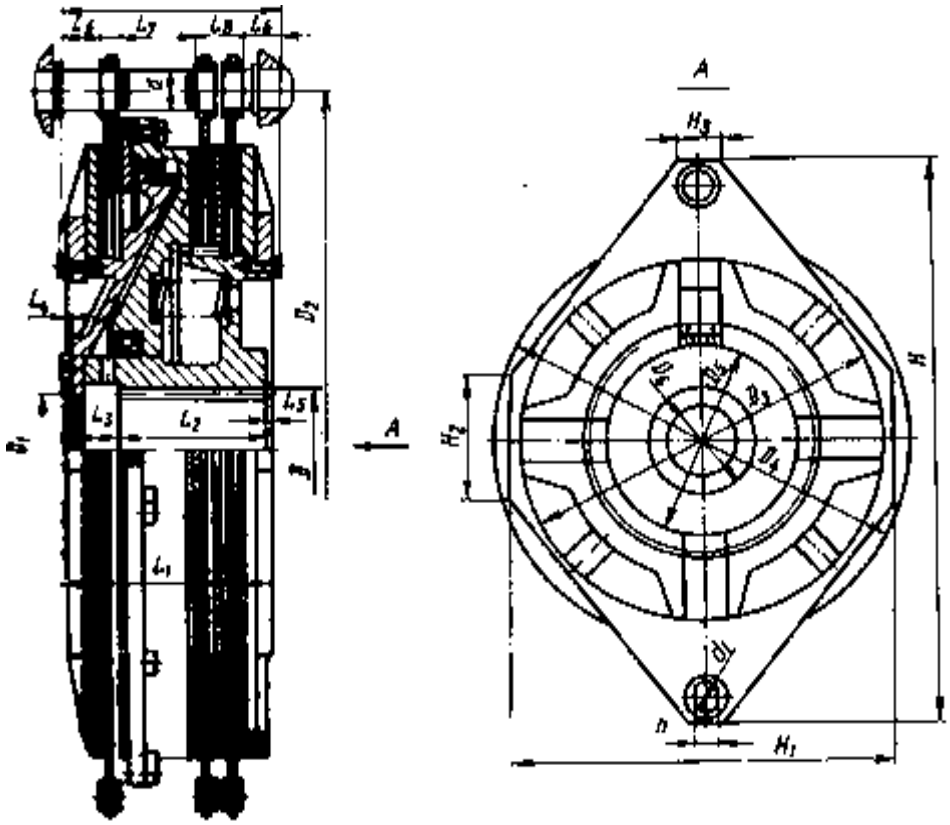

Рис. 6 Основные размеры муфты-тормоза
2.2. ОСНОВНЫЕ РАЗМЕРЫ МУФТЫ-ТОРМОЗА (рис. 6)